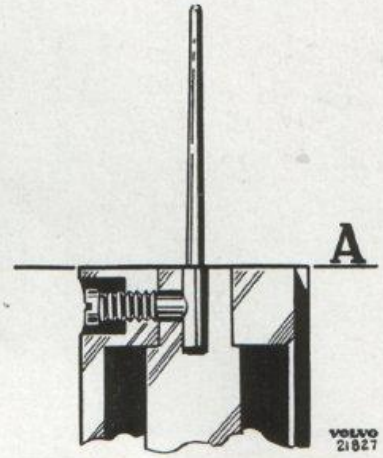

Bild 1-72. Infästning av bränslenål
1. Montera bränslenålen enligt bild 1-72. Endast den koniska delen av nålen skall ligga utanför kolven.